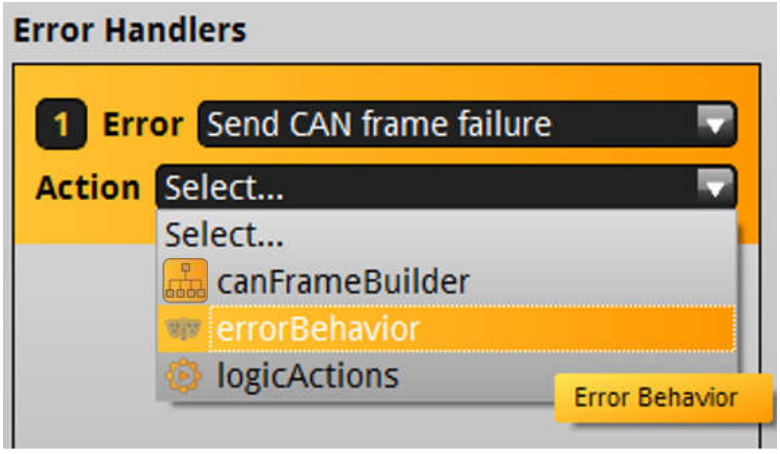

Figure 56. Reconfigurable Address Claim Process.
6. Select the action that will be triggered when the error occurs in the "Action" combo box as seen in Figure 56.